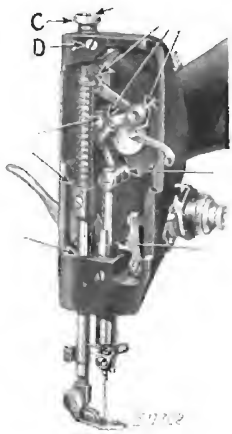

Fig. 64. End View,
Remove the thumb screw (A, Fig. 63) near the lower end of the face plate, and loosen the screw (D, Fig. 64) near the upper end of the face plate, then raise the face plate and slip it off over the head of the screw (D). Apply one drop of oil at each of the places indicated by arrows in Fig. 64.